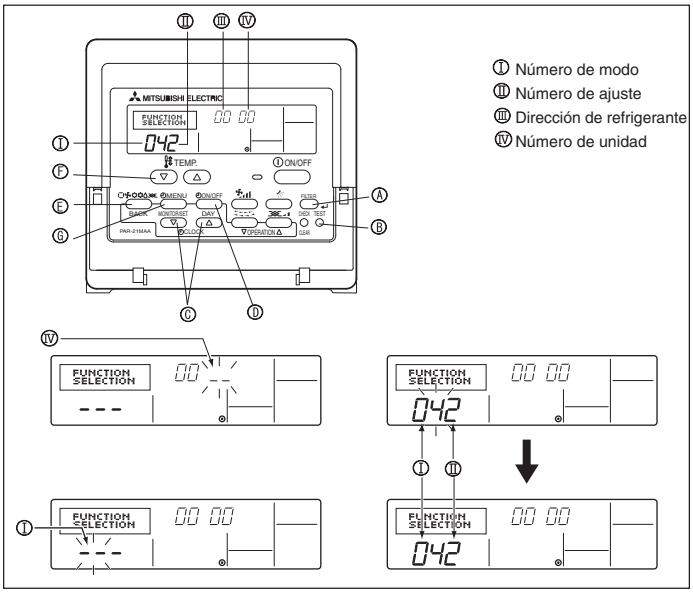

Fig. 6-9
1) Para el controlador remoto cableado (Fig. 6-9)